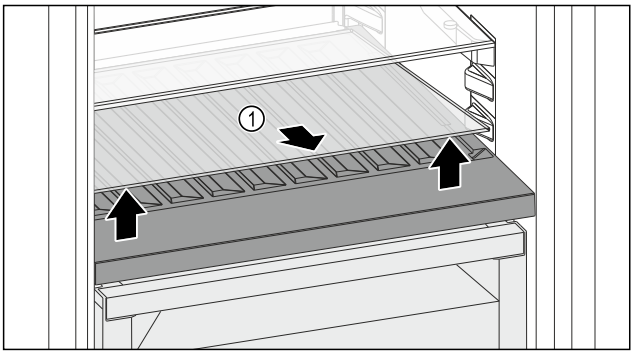

*Fig. 114*
▶ Lift the glass shelf *Fig. 114 (1)* at the front and remove.
▶ Store the glass shelf *Fig. 114 (1)* in a safe place outside the appliance.